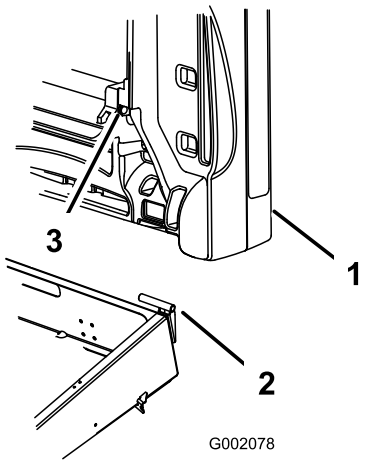

Figuur 9
3. Schuif het montagegat van de laadbak op de draaibeugel (Figuur 9).